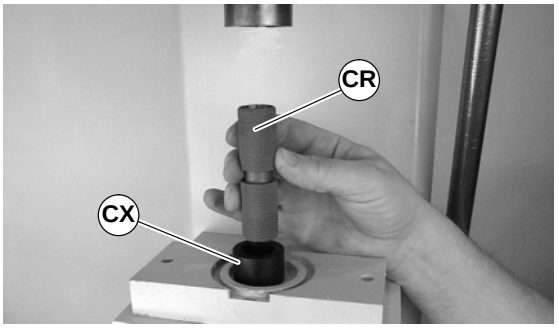

Abbildung 43
1. Den Lageramboß / das Lagerausbauwerkzeug so ausrichten (Teilnr. 25–09) (CX siehe Abbildung 43), daß die Vertiefung nach oben zeigt, dann die Antriebsrolle (CR) auf das Werkzeug legen.